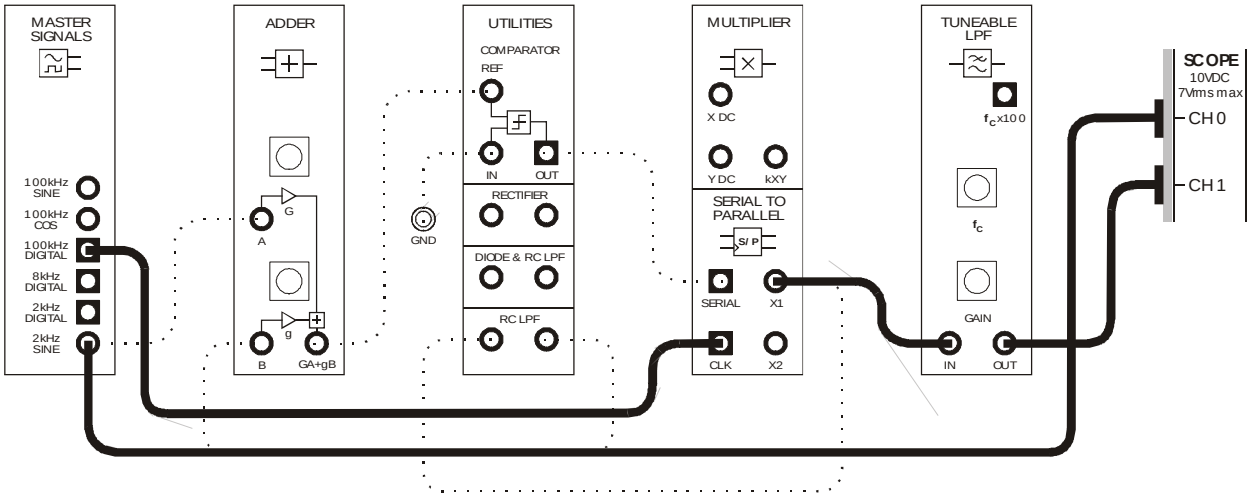

Figure 15
35. Modify the set-up as shown in Figure 15 below.